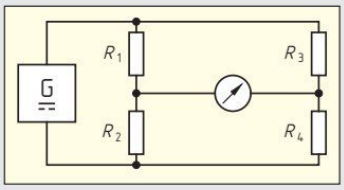

Bild 1: Brückenschaltung
3. Berechnen Sie für die Brückenschaltung **(Bild 1)** den Widerstandswert R_3, wenn das Messgerät keinen Ausschlag zeigt.